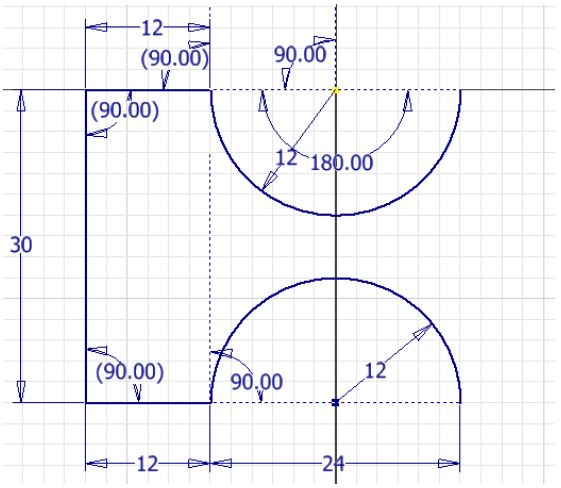

Figure 2-93 *Sketch showing lower arc*
12. Move the cursor upward, enter **12** in the length input field and press Enter; the lower arc is created, as shown in Figure 2-93.